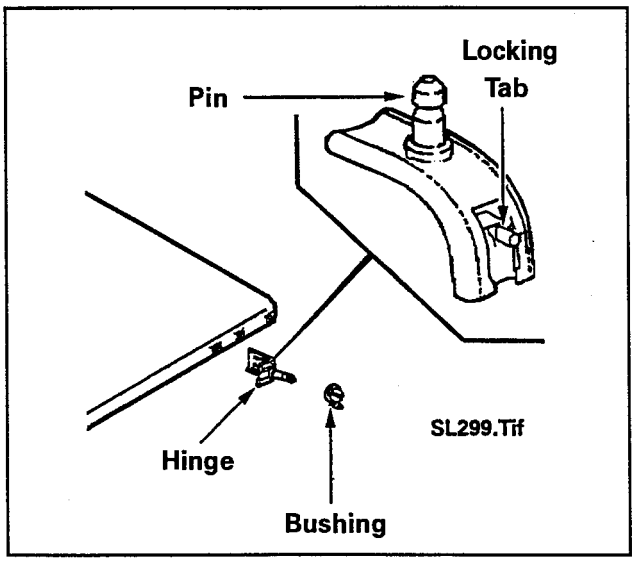

Figure 4-12
2. Locate the left hinge and lift the locking tab in the center of the hinge from the locating hole in rear edge of the lid ***(Figure 4-12).***
3. Gently pry the hinge toward the center of the lid. This will draw the pin of the hinge out of the bushing in the top cover ***(Figure 4-12).***